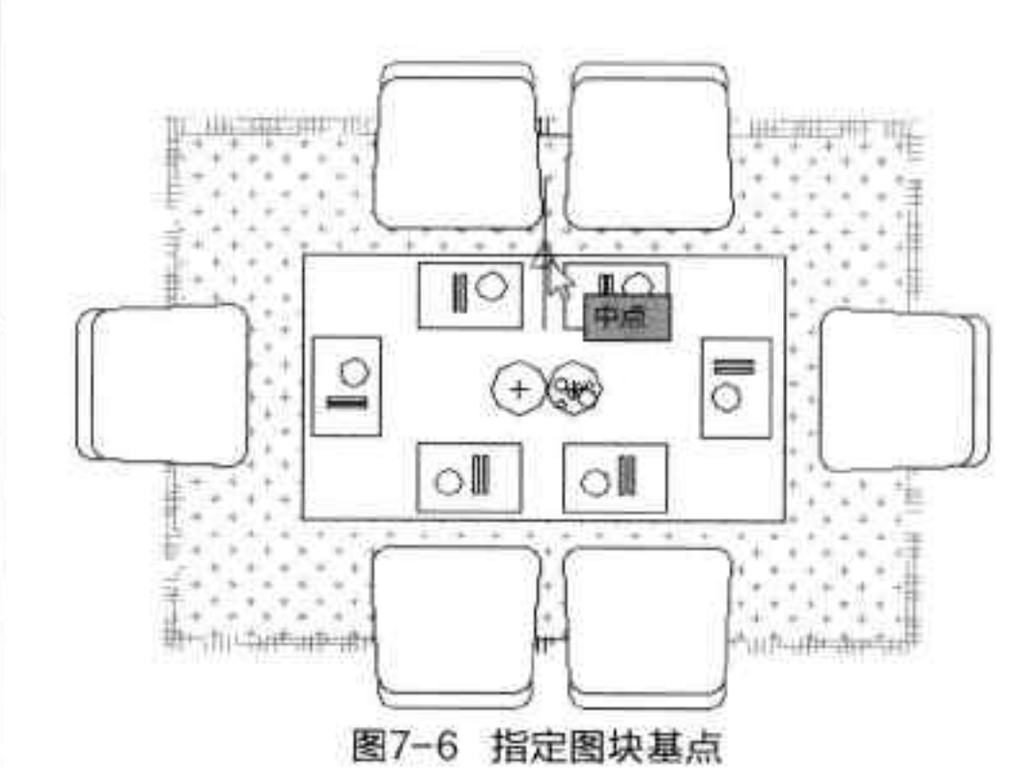

图7-6 指定图块基点
Step 02 单击“基点”选项组中的“拾取点”按钮，在绘图区中指定餐桌图形的图块基点，如图7-6所示。